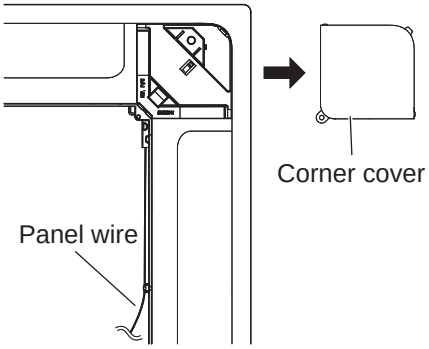

Fig. 3-33
2. Remove the suction grille and corner cover. (Fig. 3-33)